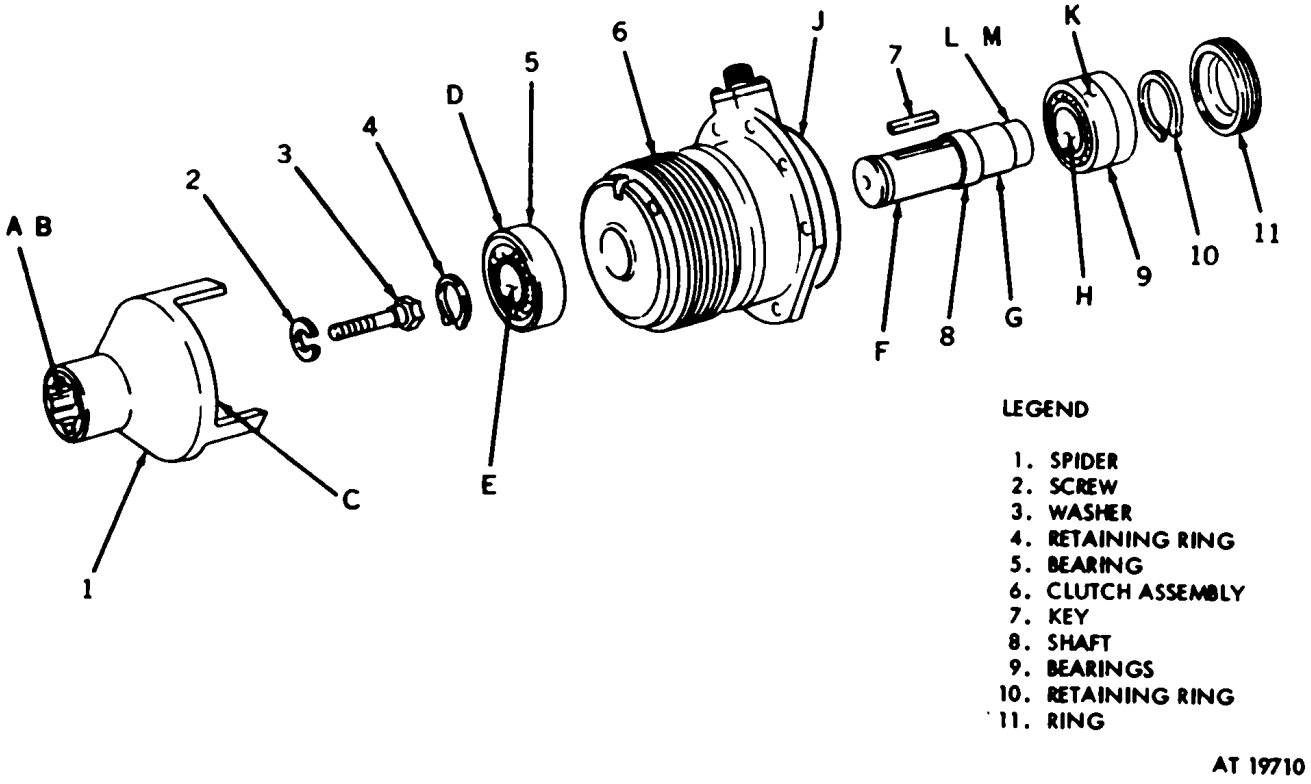

Figure 4-13. Disassembly or assembly of magnetic clutch.
b. Disassembly. For disassembly electromagnetic clutch, refer to figure 4-13 and proceed as follows.
(1) Disconnect retaining ring (4) from shaft (8) and remove bearing (5).
(2) Using spanner wrench 5120-293-0798, remove threaded ring (11) from clutch assembly (6).
(3) Slide shaft (8) from clutch assembly (6).
(4) Remove key (7) from shaft (8).
(5) Disconnect retaining ring (10) from shaft (8) and remove bearing (9).
e. Assembly. To assemble the electromagnetic clutch, refer to figure 4-13 and proceed as follows.
(1) Slide bearings (9) over shaft (8) and secure with retaining ring 110).
(2) Install key (7) in shaft (8) and slide shaft (8) into clutch assembly (6).
(3) Using spanner wrench 5120-293-0798, install threaded ring (11) in clutch assembly (6).
(4) Slide bearing (5) over shaft (8) and secure with retaining ring (4).